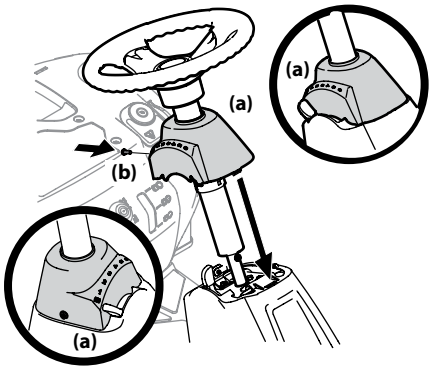

Figura 2-4
9. Deslice la tapa del pedestal (a) hacia abajo sobre el tractor cortacésped y rótela ligeramente a la derecha para calzarla en su lugar. Sujete la tapa del pedestal (a) con el tornillo (b) que extrajo antes. Consulte la Figura 2-4.